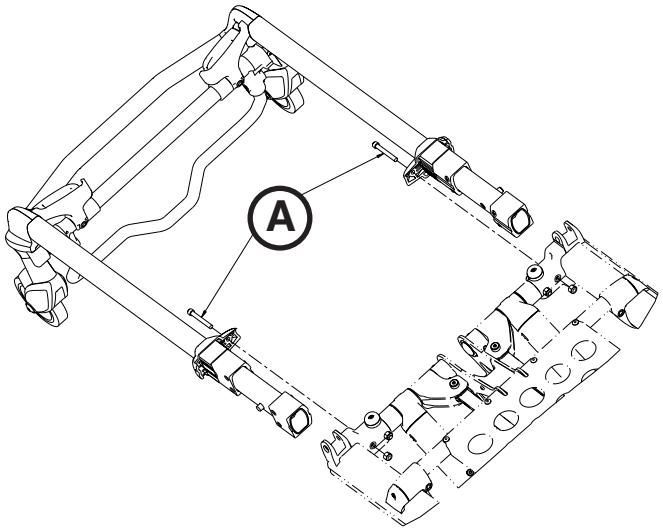

Figur 73
2. Fjern ved hjælp af en 7/16" stjernegaffelnøgle og en 3/16" unbrakonøgle de to skruer (A), der fastgør hættelejerne til samlebeslaget mellem bundrammen og bårelejet (én på hver side) (Figur 73).